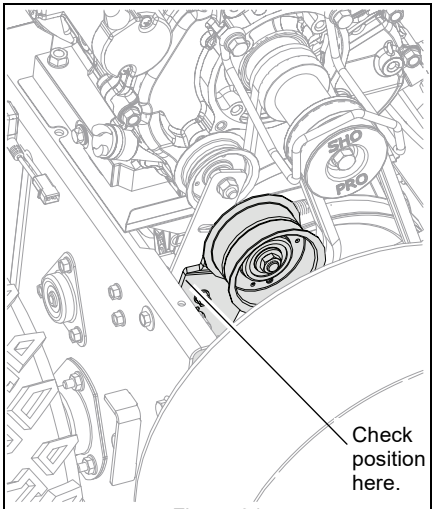

Figure 24
5. With the attachment clutch disengaged, make sure auger idler arm lightly touches the frame. See Figure 24.